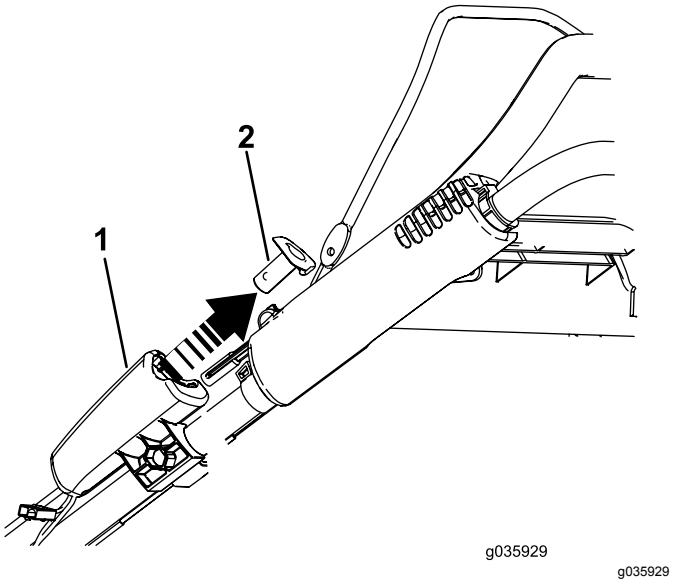

Figura 21
1. Retire el botón de arranque eléctrico (Figura 21).